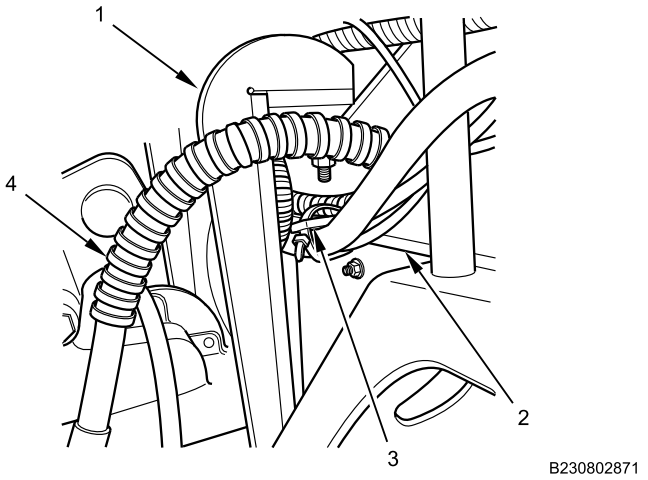

Figure 8. Transfer Case Oil Cooler Return Hose Routing.
1. Route transfer case oil cooler return hose (Figure 8, Item 4) on top of harness retainer (Figure 8, Item 3) and between transfer case mounting bracket (Figure 8, Item 1) and left frame rail (Figure 8, Item 2).